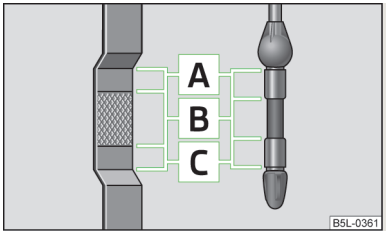

Fig. 107
- If the oil level is above level A » Fig. 107 on page 131, do not continue to drive! Switch off the engine and seek assistance from a specialist garage.
The dipstick indicates the level of oil in the engine » Fig. 107.
The oil level must not exceed the range A » Fig. 107 – there is a risk of damaging the exhaust system!